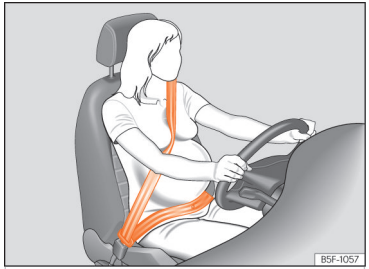

Abb. 24 Gurtbandverlauf bei schwangeren Frauen.
Bei **schwangeren Frauen** muss der Sicherheitsgurt gleichmäßig über die Brust und möglichst tief vor dem Becken verlaufen sowie flach anliegen, damit kein Druck auf den Unterleib ausgeübt wird - und das während der gesamten Schwangerschaft ››› (Abb. 24).
- **Das Beckengurtteil des Sicherheitsgurts muss bei Schwangeren möglichst tief vor dem Becken verlaufen und „um den runden Bauch herum“ flach anliegen ››› (Abb. 24).**